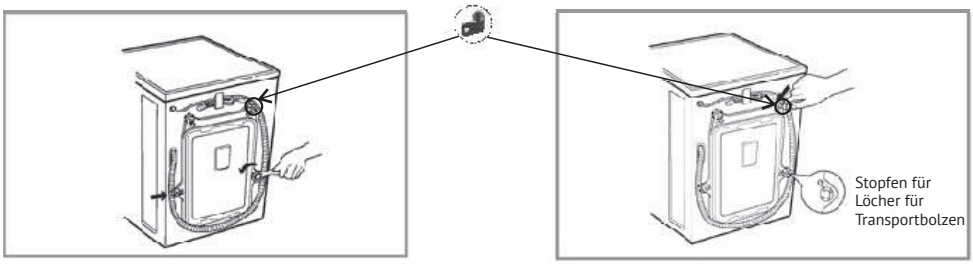

Abb. 2 Abb. 4
2. Lösen Sie mit dem mitgelieferten Schraubenschlüssel die 4 Schrauben (Abb. 2).